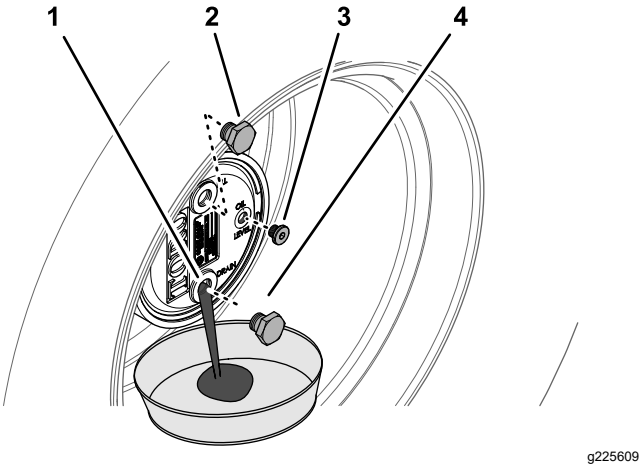

Figura 102
2. Retire o tampão de enchimento da posição das 12 horas e o tampão de verificação da posição das 3 horas (Figura 102).
3. Coloque o recipiente de escoamento por baixo do cubo da roda, retire o tampão de drenagem e deixe o óleo escorrer até drenar completamente (Figura 102).
5. Instale o tampão de drenagem no orifício de drenagem da caixa da engrenagem planetária (Figura 102).